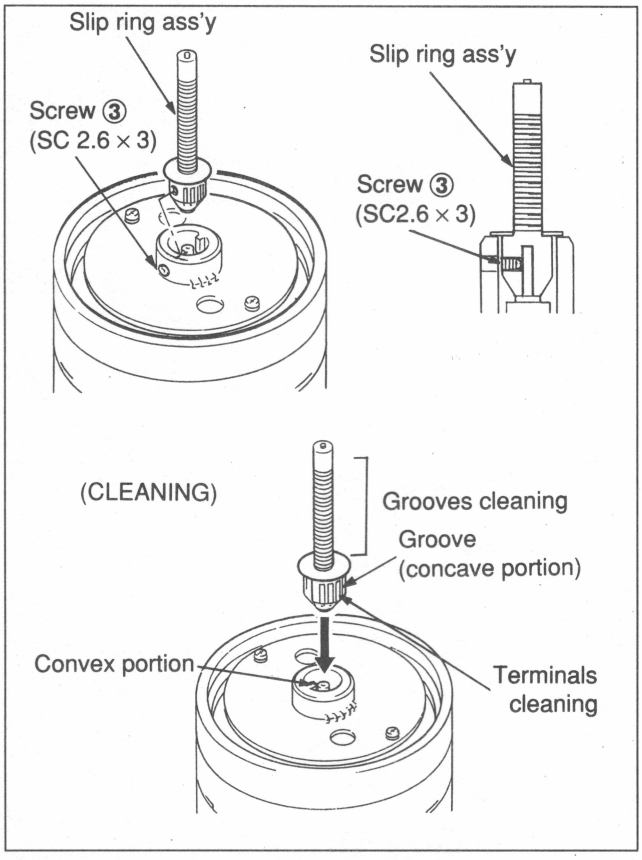

Fig. 7-4-4 Slip Ring Ass'y Replacement
3. Slip Ring Ass'y Removal (Refer to Fig. 7-4-4.)
4. Slip Ring Ass'y Replacement (Refer to Fig. 7-4-4.)